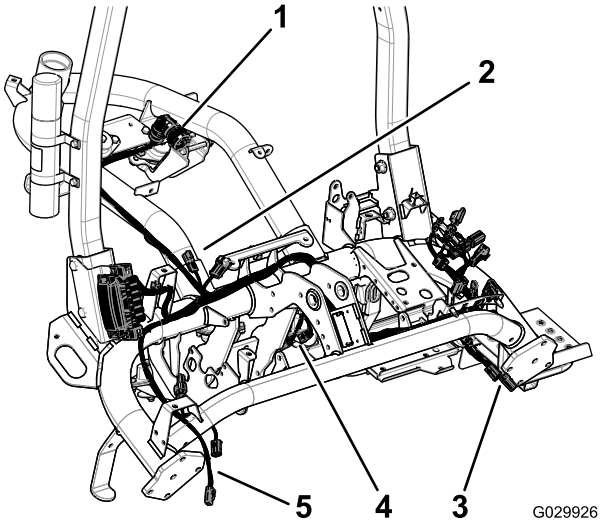

Figur 8
10. Slut de rette terminaler til cylindermotorerne (Figur 8).